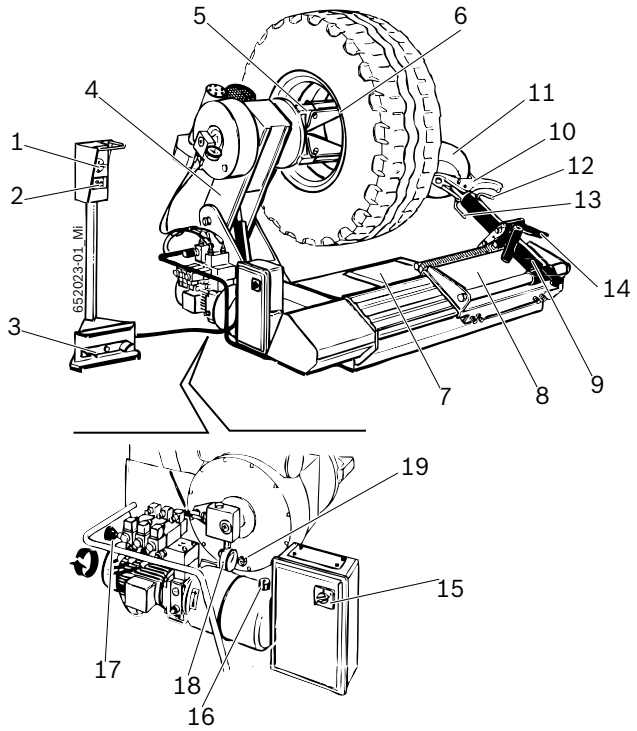

Fig. 1: JUMBO TCS26
La bride de serrage fonctionne grâce à un circuit hydraulique à haute pression, réglable de 20 à 110 bars en tournant la poignée prévue à cet effet (Fig.1, pos.17) et en lisant la valeur sur le manomètre (Fig.1, pos.18). La pression normale d’exercice est de 110 bars. Pour des jantes ayant une valeur d’effort faible ou des jantes particulièrement fines, il est nécessaire de diminuer cette pression.
Pour des roues ayant un diamètre inférieur à 800 mm ou supérieur à 1500 mm, il est recommandé d’enlever l’axe de l'outil de montage (Fig.1, pos.12) et de le positionner dans le deuxième trou.